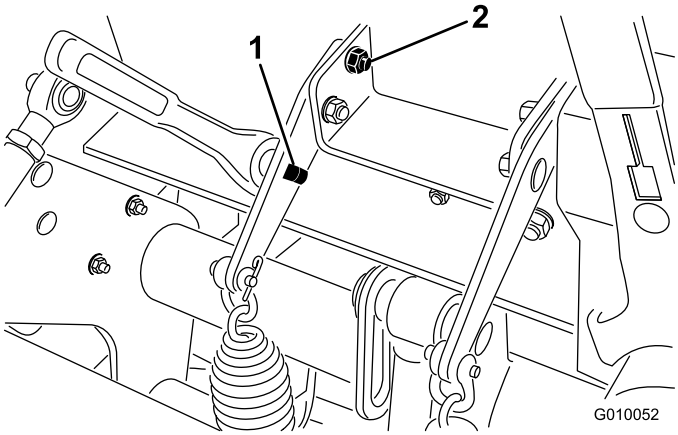

Figuur 38
2. Steek een dopsleutel van 13 mm of onderbrekerstang in de vierkante opening in de veerplaat (Figuur 38).